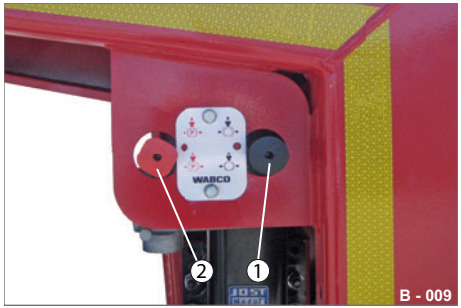

Abb. 18 Bedienkonsole
▶ Ziehen Sie die Federspeicher-Feststellbremse (Abb. 18/2).
▶ Drücken Sie Federspeicher-Feststellbremse (Abb. 18/2).